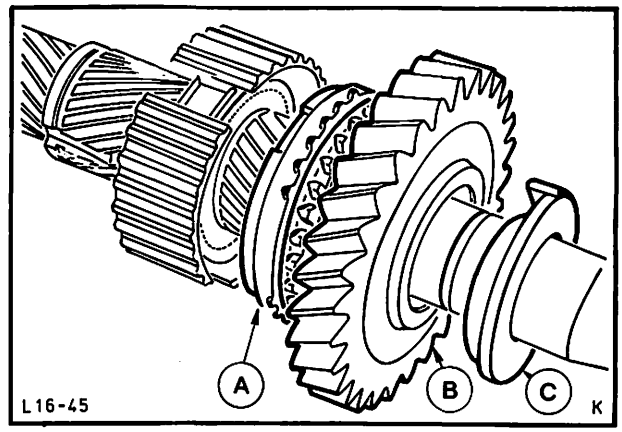

Abb. 58 Zahnrad 1. Gang mit Synchronring und Ölschöpfscheibe montieren
27. Zahnrad 1. Gang mit Synchronring und Ölschöpfscheibe, mit der Ölnut zum Zahnrad zeigend, auf die Hauptwelle schieben. Abb. 58.